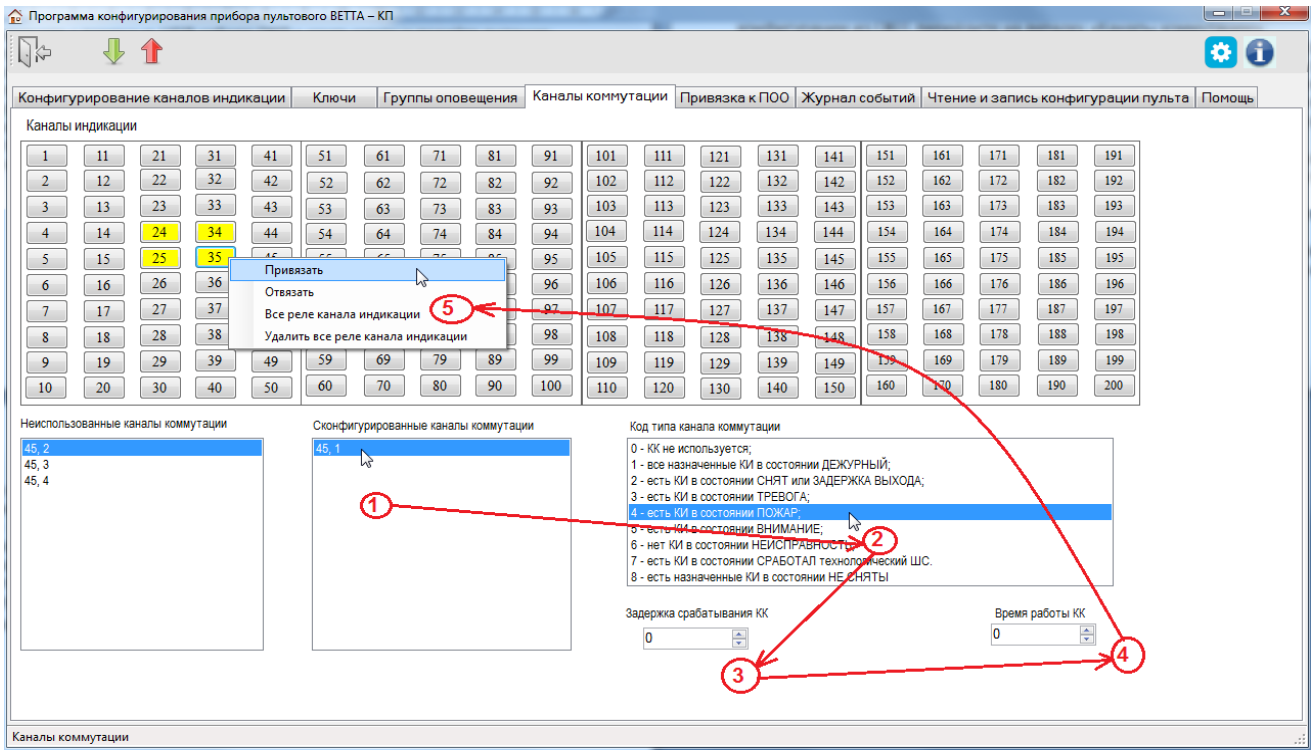

Рис. 28. Порядок действий при настройке канала коммутации блока реле «ВЕТТА-БР»
4) После завершения чтения текущей конфигурации и запуска основного окна программы-конфигуратора, перейдите на вкладку «Каналы коммутации» (Рис. 28).
6) Для настройки канала коммутации перетащите его из списка «Неиспользованные каналы коммутации» в список «Сконфигурированные каналы коммутации» (Рис. 28, шаг1).
– выберите условие срабатывания канала коммутации из списка (Рис. 28, шаг 2),
– выберите задержку срабатывания канала коммутации, в секундах (при нулевом значении – задержка отсутствует; Рис. 28, шаг 3),
– выберите длительность пребывания канала коммутации в сработавшем состоянии, в секундах (при нулевом значении – длительность без ограничения; Рис. 28, шаг 4).
9) Вызовите правой кнопкой мыши контекстное меню и выберите команду «Привязать» (Рис. 28, шаг 5).